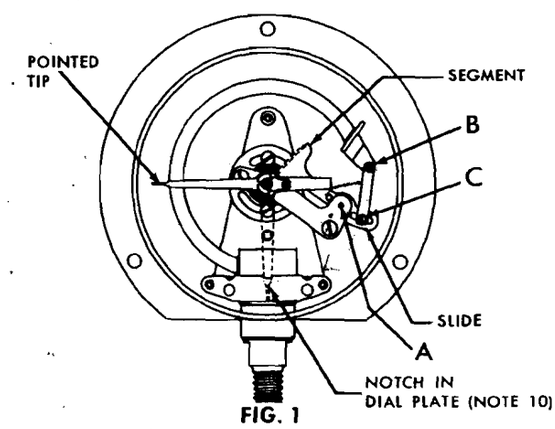

FIG. 1
3. With (B) disconnected, rotate the segment upward to disengage segment from pinion and wind hairspring until it just begins to distort; then re-engage segment and secure link to tip with link screw.
4. At zero pressure and with dial removed place pointer on the pinion shaft in the horizontal position with pointer tip at 9 O'clock. (See Fig. 1.)
5. Apply pressure equal to full range and adjust slide until pointer tip is centered in the notch on the dial mounting plate at 6 O'clock. (See Fig. 1.)